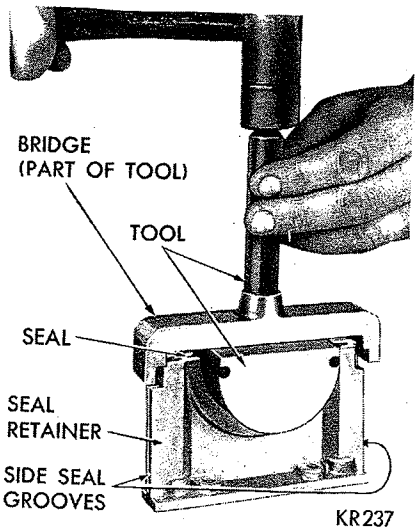

*Fig. 52—Installing Rear Main Bearing Lower Oil Seal*
(1) Install a new seal in seal retainer so ends protrude (Fig. 52).
(2) Install bridge on tool and tap the seal down into position with Tool C-3625 for 361 and 383 Cubic Inch Engines or Tool C-3743 for 426 Cubic Inch Engines until tool is seated.